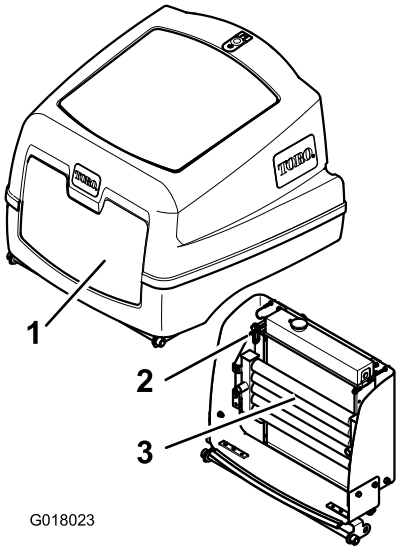

Figur 57
4. Lossa spärren och öppna motorhuven (Figur 57).